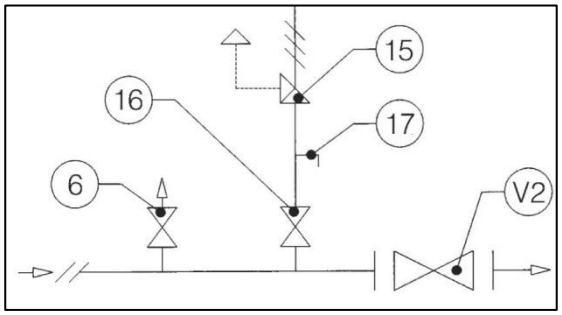

Figure 12: Connexion avec vanne d'arrêt
4.1.2 INSTALLATION AVEC VANNE D'ARRET (fig. 12)